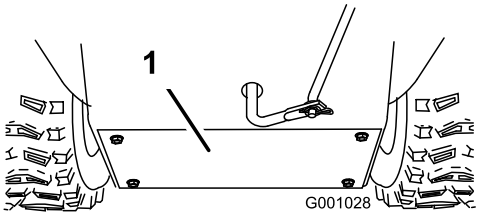

**Figure 54**
3. Remove the back cover (Figure 54).